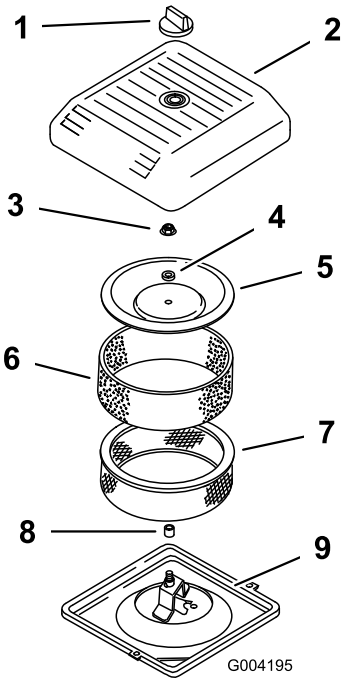

Figure 43
3. Dévissez le bouton et déposez le couvercle du filtre à air (Figure 43).
4. Glissez délicatement le préfiltre en mousse hors de l'élément en papier (Figure 43).
5. Dévissez l'écrou du couvercle et enlevez le couvercle, l'entretoise et l'élément en papier (Figure 43).
2. Posez l'ensemble filtre à air sur sa base (Figure 43).
3. Montez le couvercle, l'entretoise et fixez-le avec l'écrou (Figure 43). Serrez l'écrou à 11 Nm.
4. Remettez le couvercle du filtre à air et fixez-le à l'aide du bouton (Figure 43).